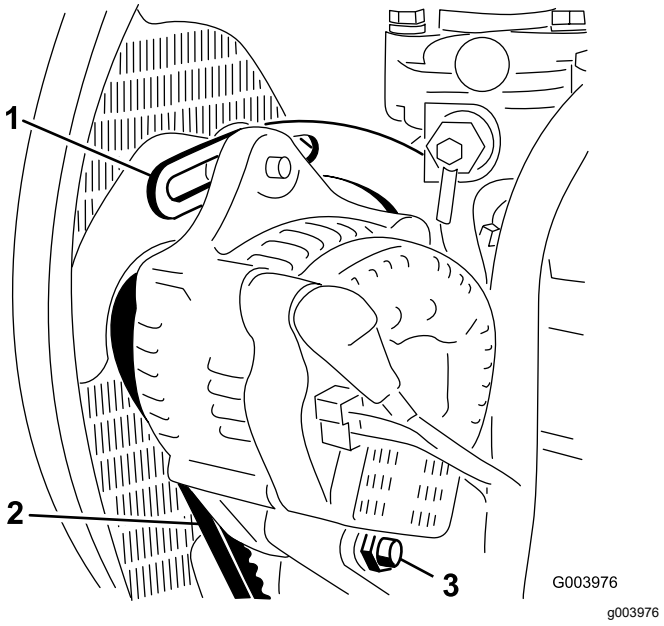

Figuur 115
3. Controleer de spanning van de riem van de wisselstroomdynamo door deze (Figuur 115) midden tussen de poelies van de wisselstroomdynamo en de krukas in te drukken met een kracht van 10 kg.
4. Draai de bout los waarmee de wisselstroomdynamo aan de beugel en de scharnierbout van de wisselstroomdynamo is bevestigd (Figuur 115).